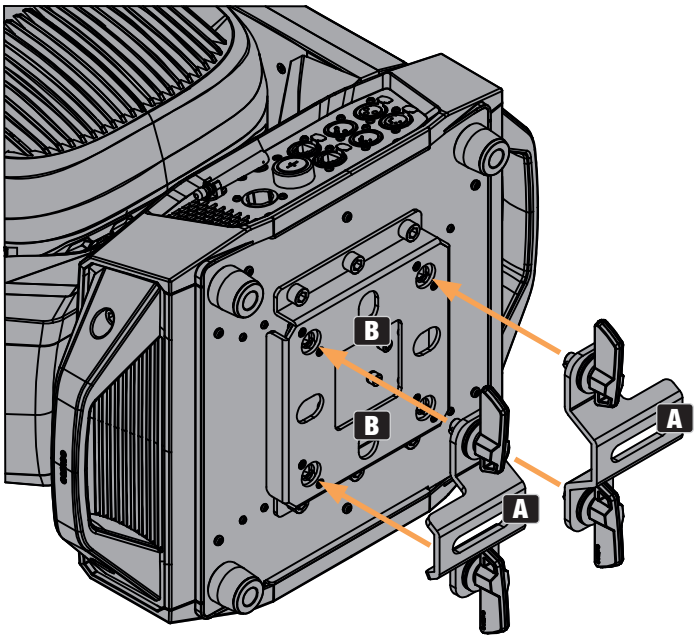
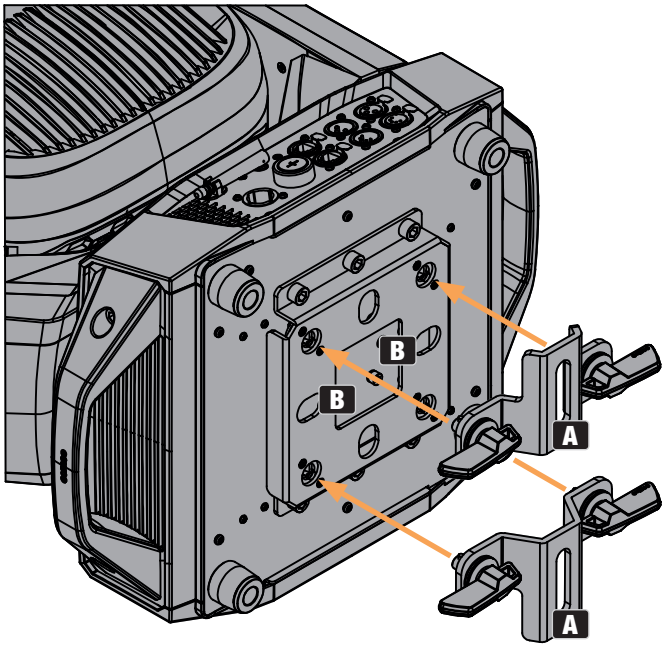

Abbildung 1
Abbildung 2
Dank der integrierten Gummifüße kann der Scheinwerfer an einer geeigneten Stelle auf eine ebene Fläche gestellt werden. Die Montage an einer Traverse erfolgt mit Hilfe zweier Omega-Bügel, die an der Gerätebasis befestigt werden (Abb. 1-A). Bei Bedarf können die beiden Omega-Bügel auch um 90° gedreht an der Gerätebasis montiert werden (Abb. 2-A). Zwei Omega-Bügel sind im Lieferumfang enthalten, geeignete Traversenklemmen sind optional erhältlich. Sorgen Sie für feste Verbindungen und sichern Sie den Scheinwerfer mit einem geeigneten Sicherungsseil an der dafür vorgesehenen Stelle (B).